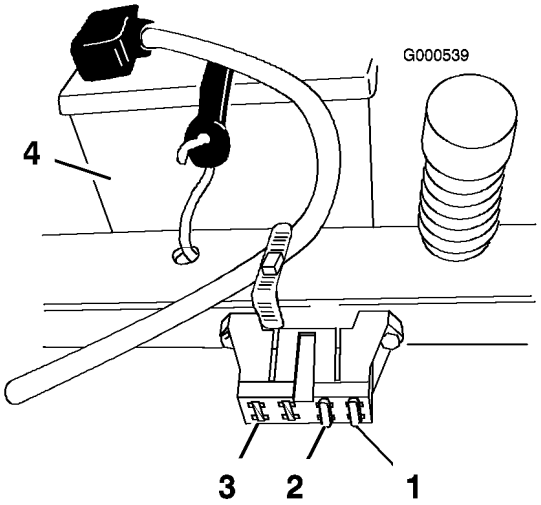

Figure 34
1. Soulevez le siège pour accéder au porte-fusibles (Figure 34).
2. Pour remplacer un fusible, tirez dessus pour l'enlever (Figure 34).